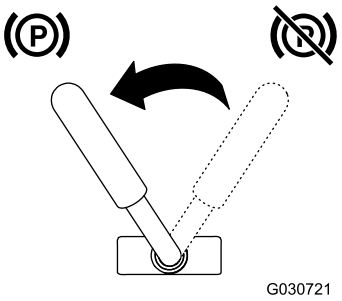

**Rysunek 14**
- Aby załączyć hamulec postojowy, przekręć dźwignię w lewo (Rysunek 14).